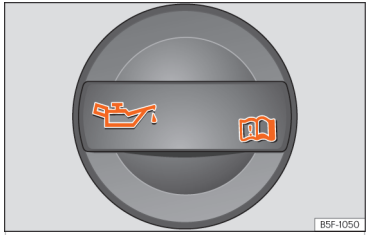

Abb. 186 Deckel der Motoröl-Einfüllöffnung im Motorraum.
- Suchen Sie den Motoröl-Einfüllstutzen. Sie erkennen ihn an dem Symbol auf dem Deckel ››› (Abb. 186).
- Schrauben Sie den Deckel der Motoröl-Einfüllöffnung ab ››› (Abb. 186).